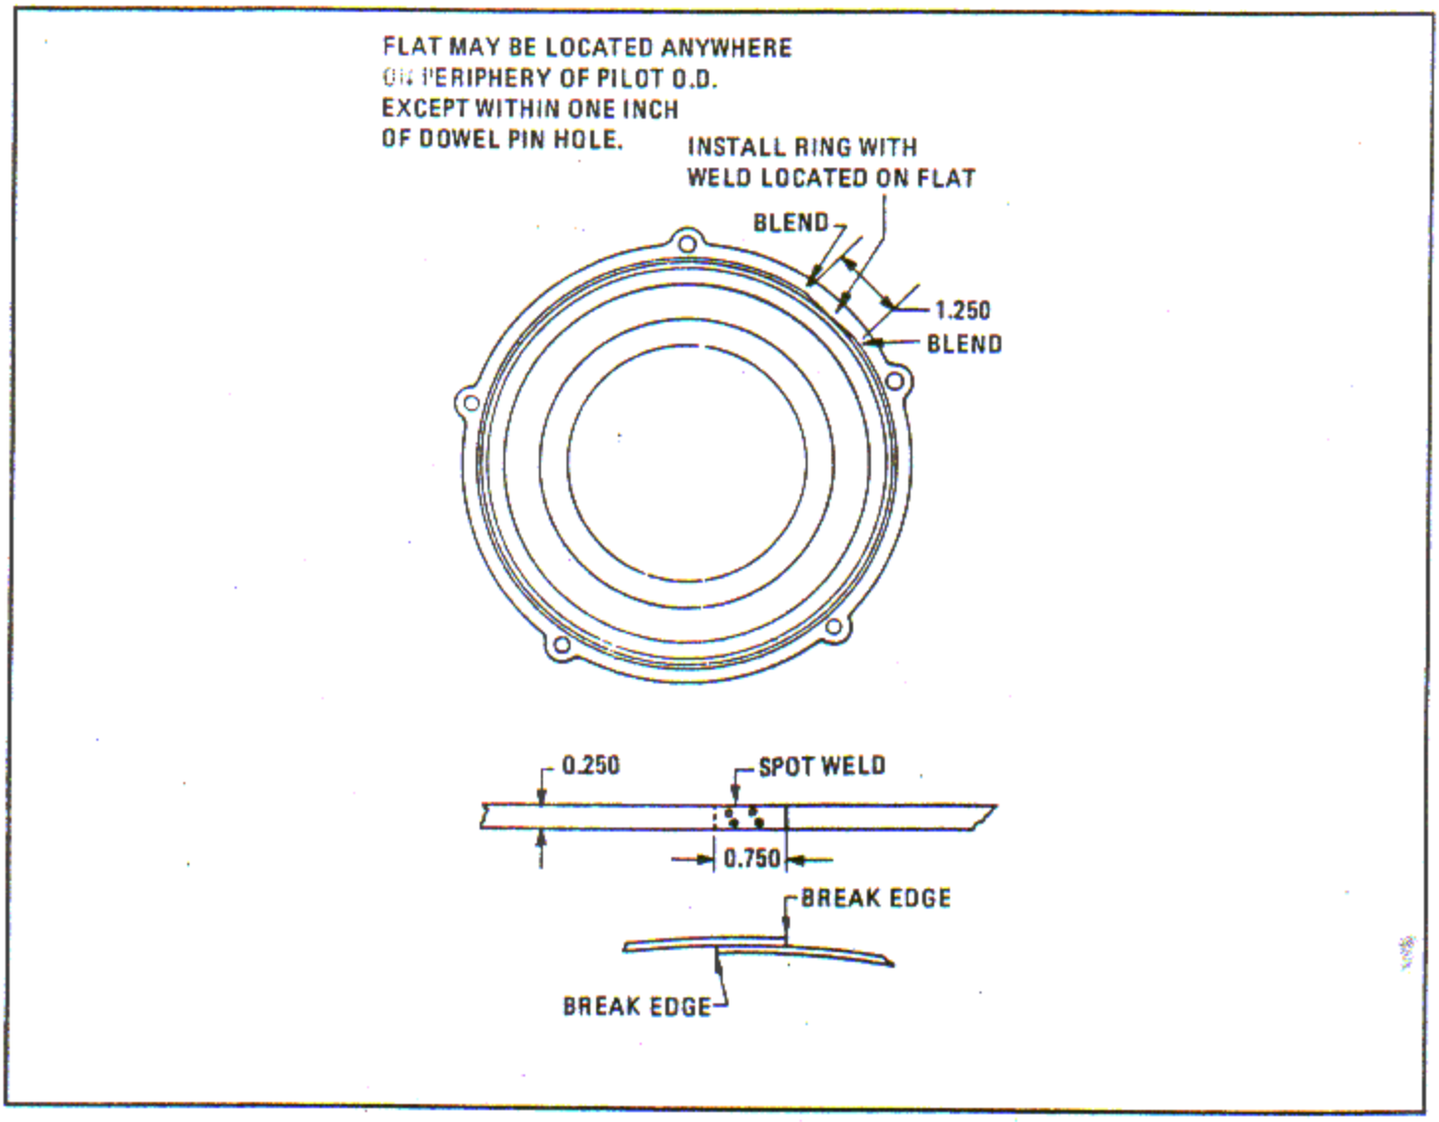

Figure 6-207. Diffuser Plate Reconditioning
c. Machine a flat 1.250 inches long on pilot OD of diffuser plate as shown in figure 6-207.
a. Fabricate a steel ring from shim stock conforming to AMS 5516, having a thickness of 0.010 - 0.040 inch as required to obtain the proper fit between the diffuser plate and the supercharger rear housing. The ring should be 0.250 inch wide. Weld as shown in figure 6-207 and break all sharp edges.